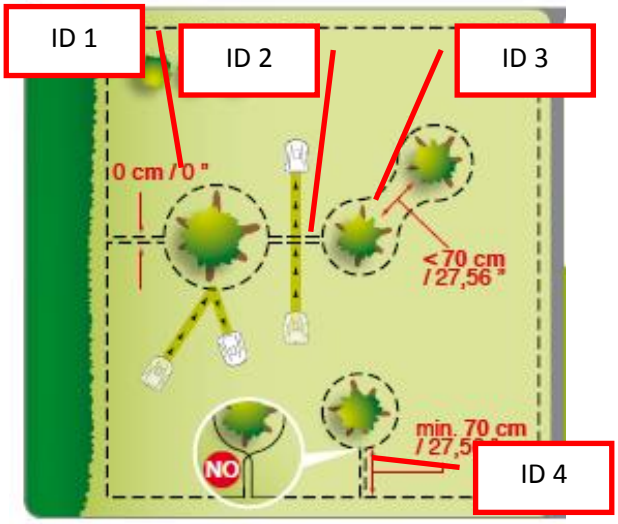
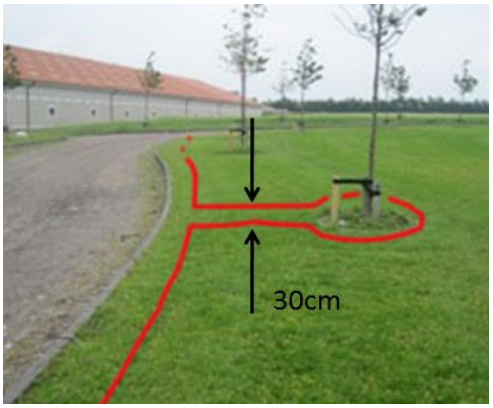

Bild 19 - Installation des Umzäunungsdrahtes: parallele Abschnitte
Bild 20 - Installation des Umzäunungsdrahtes: Abgrenzung von Hindernissen in Nähe des Umzäunungsdrahtes
9. Wo es notwendig ist, zwei parallele Drahtabschnitte zu haben (z.B. um ein Blumenbeet zu erreichen), müssen diese übereinander verlegt werden. Siehe Bild 19 - ID 1
10. Wenn es zwei nahe beieinander liegende Blumenbeete bzw. Hindernisse gibt, können Sie mit dem Draht vom ersten direkt zum zweiten und zurückgehen. Siehe Bild 19 - ID 2
11. Wenn die beiden Hindernisse näher als 70 cm beieinander liegen, müssen sie mit nur einem „Blumenbeetdraht“ abgegrenzt werden. Der hin und der zurück verlaufende Draht müssen getrennt liegen, sodass der Roboter nicht den Durchgang durchfährt. Siehe Bild 19 - ID 3
12. Wenn ein Hindernis näher als 70 cm am Umzäunungsdraht liegt, muss es mit dem normalen Draht und nicht wie ein Standard-Blumenbeet abgegrenzt werden, wobei aber der hin und der zurück führende Draht getrennt verlegt sein müssen, damit der Roboter den Durchgang nicht durchfährt. Siehe Bild 19 - ID 4 und Bild 20 Wie in Bild 20 vorgesehen wird ein Abstand von 30 cm zwischen den Drähten angeraten, aber bei Robotern mit einem Klingendurchmesser unter 29 cm wird ein Abstand von 20 cm angeraten, um einen ordnungsgemäßen Schnitt des Grases auf der vom Umzäunungsdraht umgrenzten Fläche zu ermöglichen.